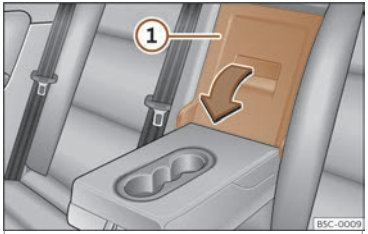

Fig. 123 Al respatller del seient posterior:obertura de la trapa.
- Estireu la palanca de desbloqueig en el sentit de la fletxa i tant si abat completament la tapa de la trapa››› **fig. 123** ① cap a davant.